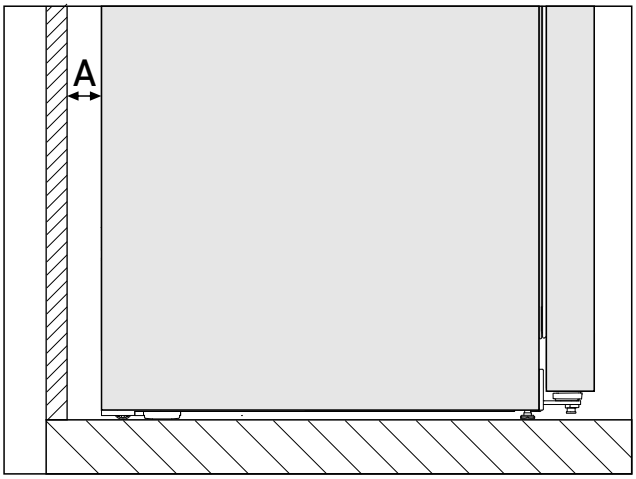

*Fig. 4 **
Spotřeba energie byla zjištěna s ohledem na vzdálenost od stěny *Fig. 4 (A)* mezi zadní stranou spotřebiče a stěnou. Pokud je vzdálenost od stěny menší než *Fig. 4 (A)*, nemá to žádný vliv na funkčnost spotřebiče. Při menší vzdálenosti od stěny se může spotřeba energie mírně zvýšit a na zadní stěně spotřebiče může docházet ke kondenzaci.*